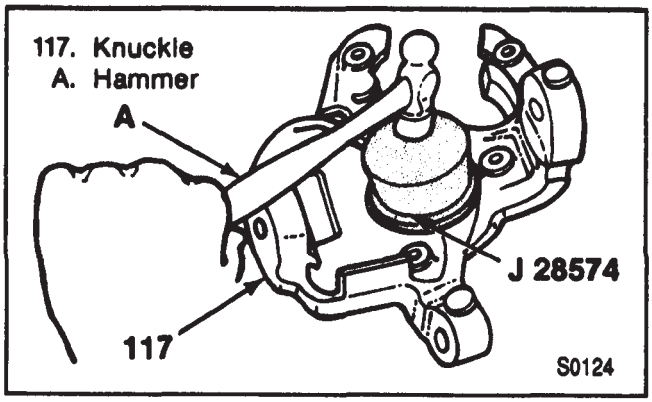

Figure 44—Installing the Knuckle Seal
1. New seal (126) to the knuckle (117) using J 28574 (figure 44).
2. Spacer (128) to the knuckle (117).
3. Knuckle (117) to the upper and lower ball joints (115 and 127).